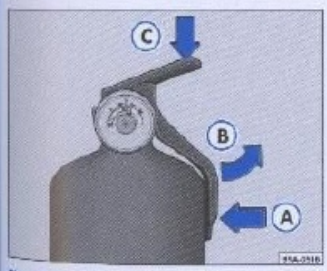

Fig. 31 Secuencia de uso del extintor de incendio
– Rompa el lacre de inviolabilidad ⇒ fig. 31 Ⓐ.
– Levante la palanca ⇒ fig. 31 Ⓑ y apriete simultáneamente el gatillo ⇒ fig. 31 Ⓒ.